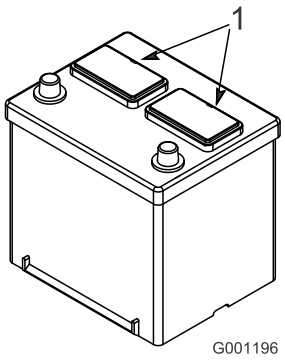

Figur 9
2. Rengjør toppen av batteriet og fjern utluftingshettene (Figur 9).